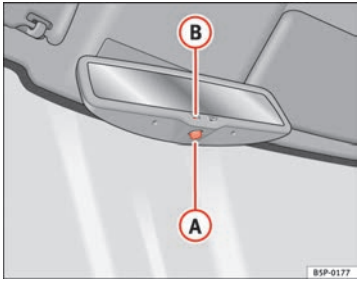

Fig. 67 Automatic anti-dazzle interior rear vision mirror.
– Press button (A) ⇒ Fig. 67. Control lamp (B) goes off. ▶
– Press button (A) ⇒ Fig. 67. Control lamp is lit.